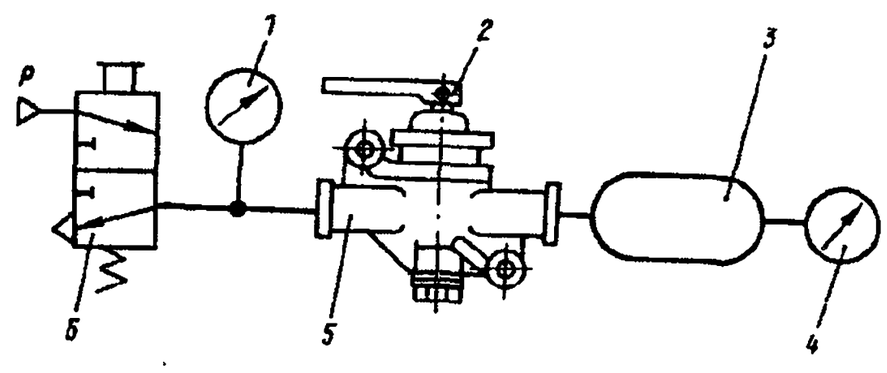

Рис. 326. Схема подключения разобщительного крана:
1. Подключите кран по схеме, изображенной на рис. 326.